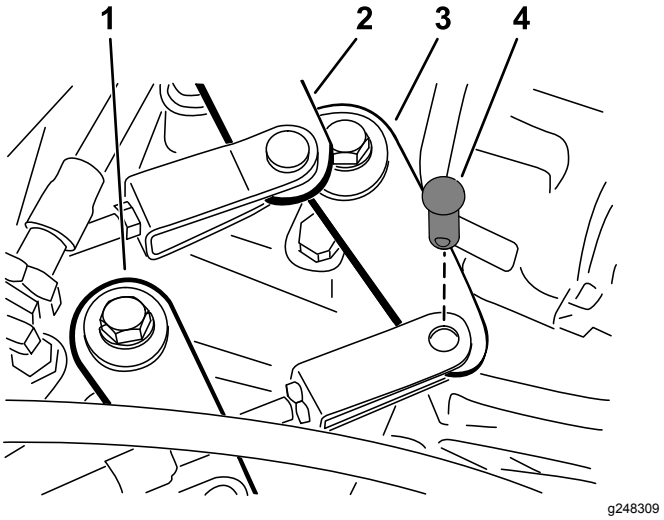

Figur 44
2. Fjern splittpinnene som fester girkablene til transakselens girarmer (Figur 44).
1. Fjern splittpinnen som fester kabelen for høy/lav hastighetsinnstilling til transakselen (Figur 44).